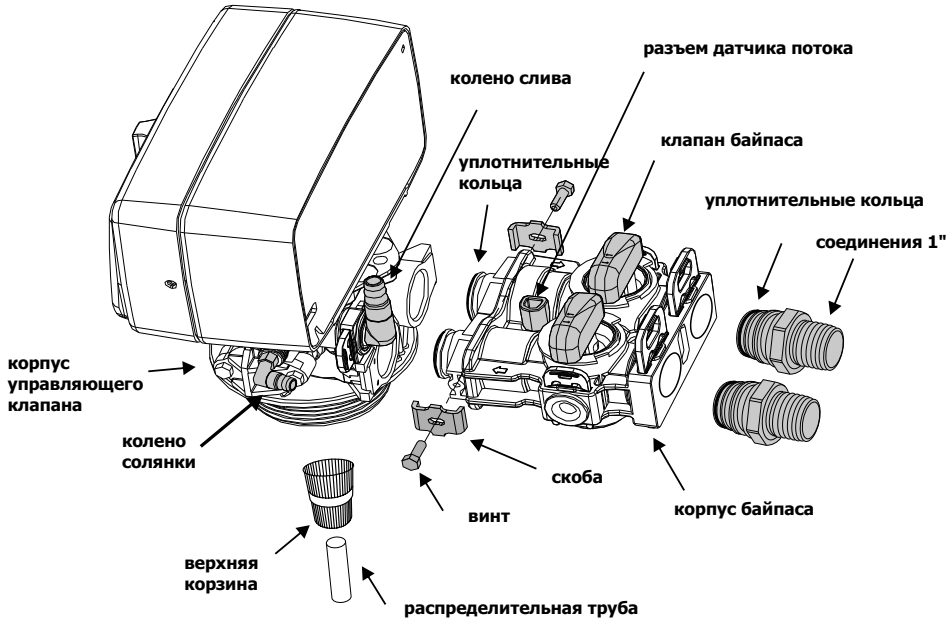

рис.3. Подключение байпаса
3. Установить верхнюю корзину (рис.3. Подключение байпаса)
5. Установить байпас с помощью скоб (рис.3. Подключение байпаса)
6. Установите шланг для солянки на колено солянки (рис.3. Подключение байпаса)